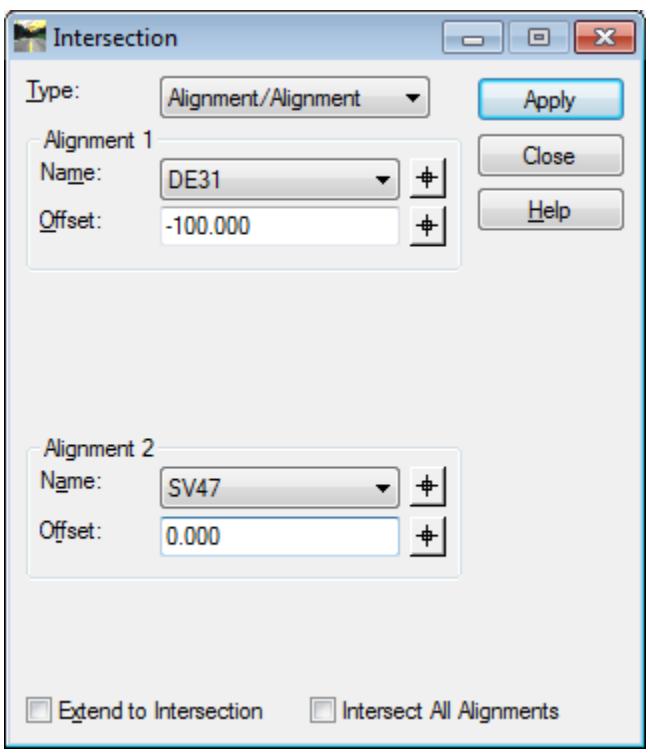
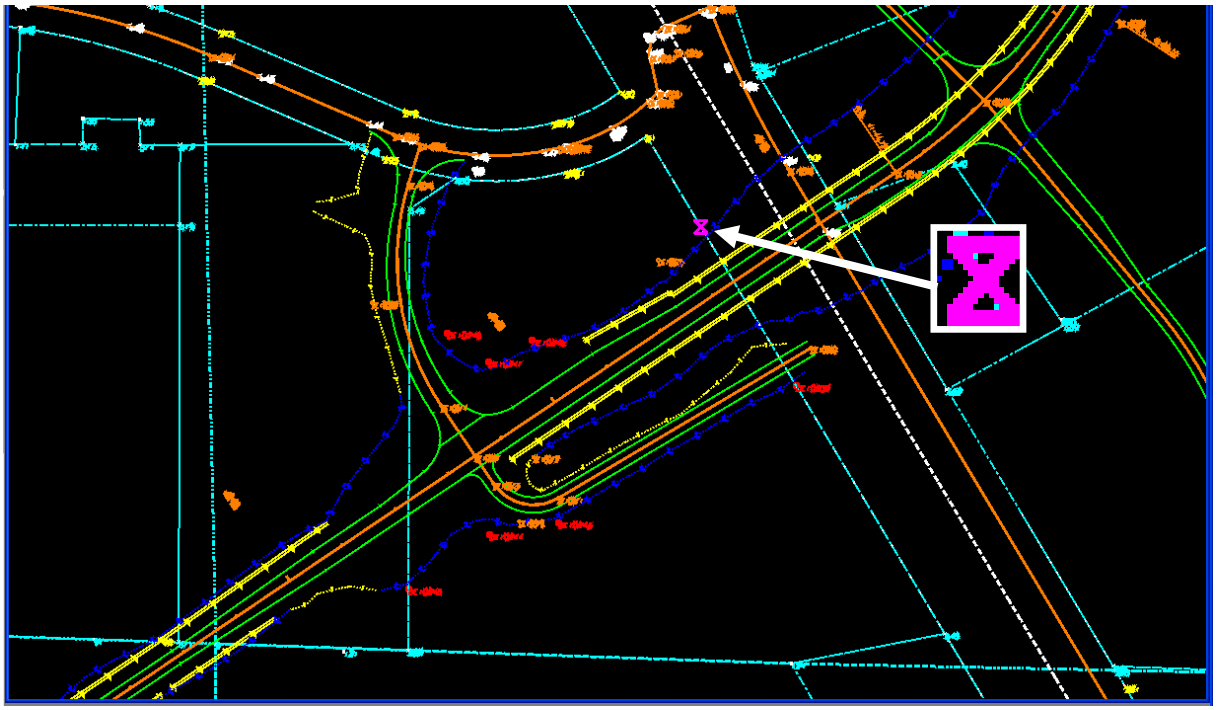
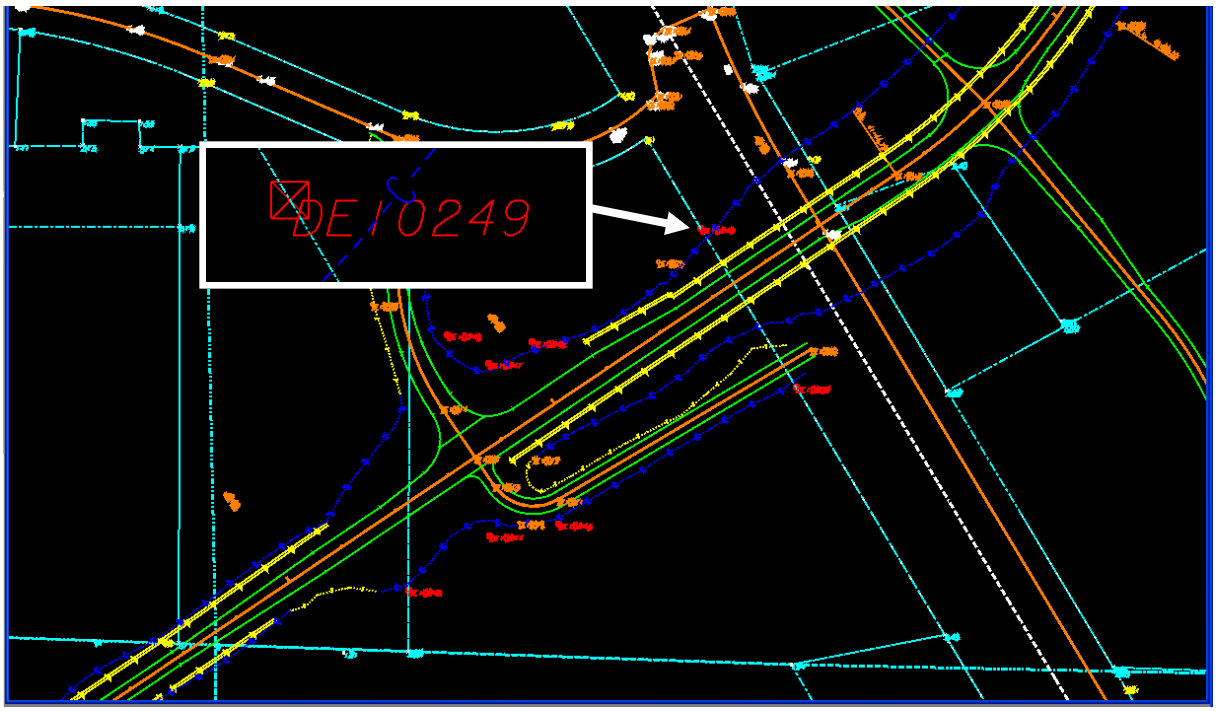

Figure L12-33 Intersection
Figure L12-34 MicroStation View
Figure L12-35 MicroStation View
33.	**Store a Point at the Intersection of SV47 and Alignment DE31 Offset 100' Left.** • In InRoads, select **Geometry ► Locate ► Intersection**. • **Match** the entries shown in *Figure L12-33*. • Click **Apply**. The **Locate Results** dialog opens. • Notice in MicroStation a purple X ( ) identifies the tentative location of the Point as shown in *Figure L12-34*. • In the **Locate Results** dialog, select the **Style:** ***REQD_P_RWRM***. • In the **Locate Results** dialog, click **Accept** to accept the location and store the Point. • The **Locate Results** dialog finds a second solution after storing the first solution. Click **Reject**. • Click **Cancel** to close the **Locate Results** dialog if it is still open. • **Close** the **Intersection** dialog. • If a **Results** window appears – click **Close** to exit the **Results** window. • Verify Point **DE10249** was stored and drawn in MicroStation as shown in *Figure L12-35*.